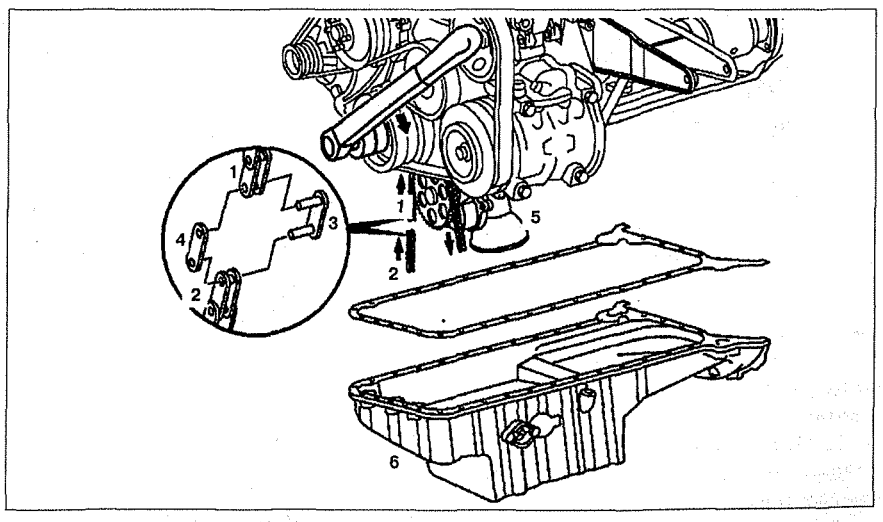

Рис. 2.82. Замена цепи привода масляного насоса:
1. Снимите поддон **6** (см.рис. 2.82).